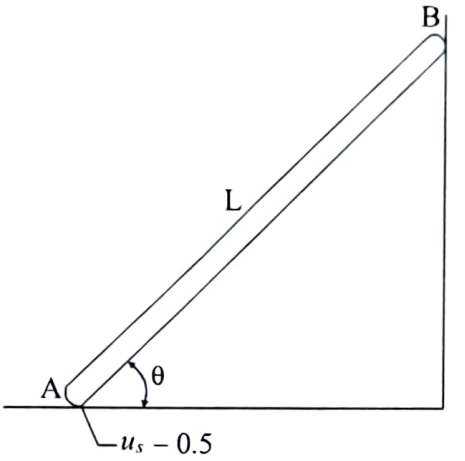

FIG.3
14. Determine the smallest angle θ for which the slender bar (Fig. 3) can remain at rest. The bar is homogeneous of weight W and length L. Neglect friction between the bar and wall at B point.